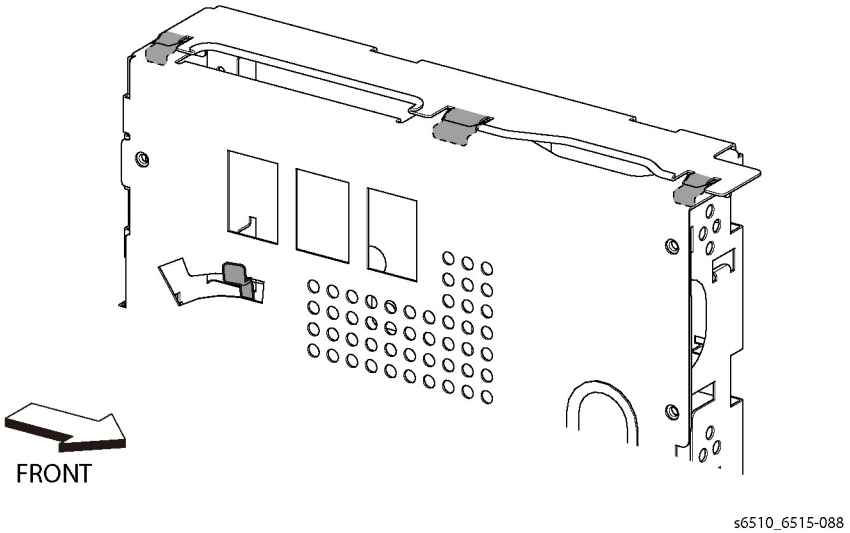

Figure 2 Replace the ESS Top Plate
1. Make sure the WIFI Link is locked into the ESS Top Plate and rotated clockwise as shown in Figure 2.
2. Position the ESS Top Plate so the three hooks of the ESS Box are inserted under the ESS Top Plate as shown in Figure 2.